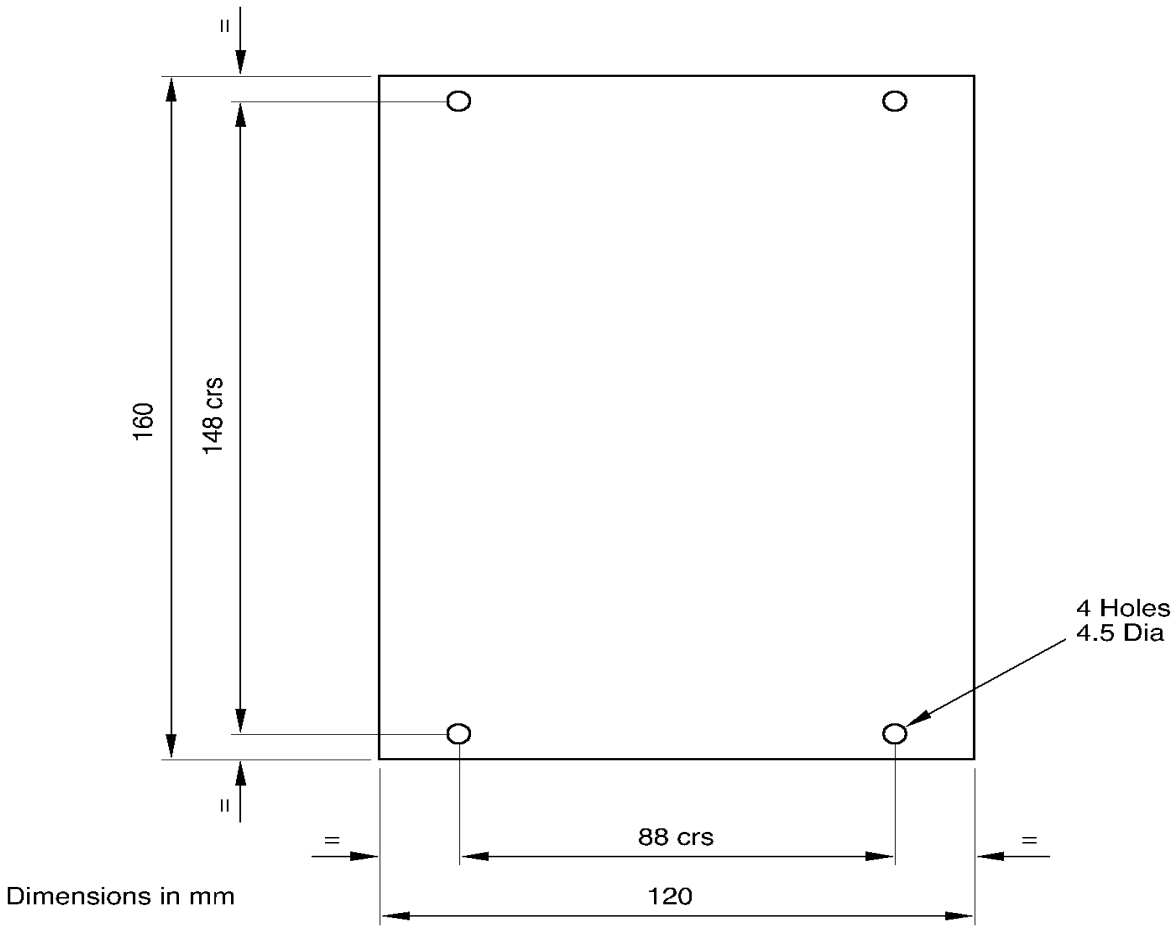

Fig. 3-3 Drilling Diagram for the Vacuum Alarm Switch Power Supply Box
(1) Drill the fixing hole positions according to the drilling diagram (see Fig. 3-3).
(2) Remove the front cover, and screw or bolt the box through the holes revealed.